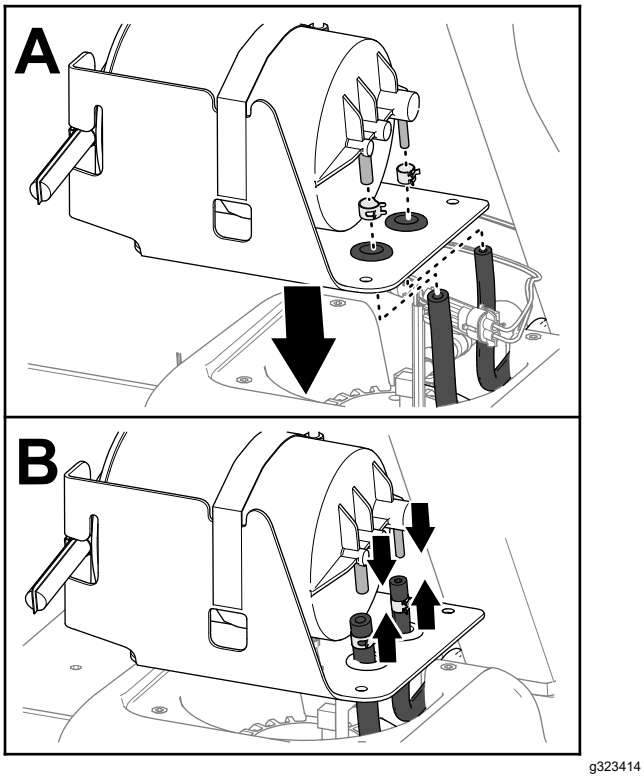

Figur 90
1. Rikta in bränsletanksslangarna genom hylsorna på kolkanisterns fäste (Figur 90).
2. Montera slangklämmorna över slangarna (Figur 90).
3. Montera slangarna på kolkanisterns kopplingar (Figur 90).